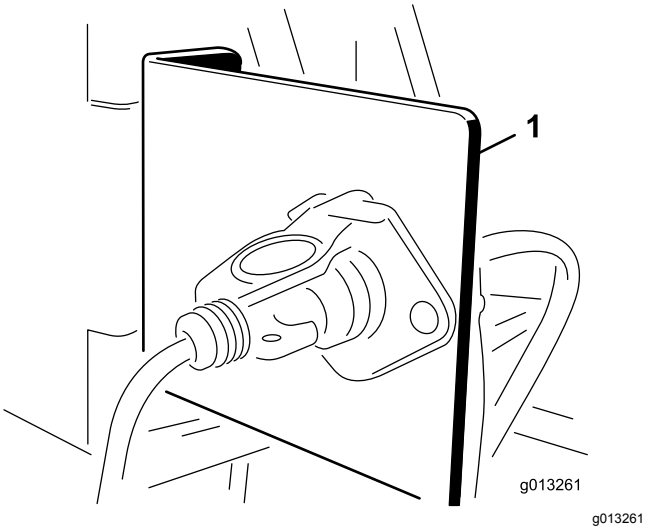

**Figuur 8**
1. Plaats de contrastekkerhouder op een vast punt achteraan het trekvoertuig door middel van een van de houders (Figuur 8).